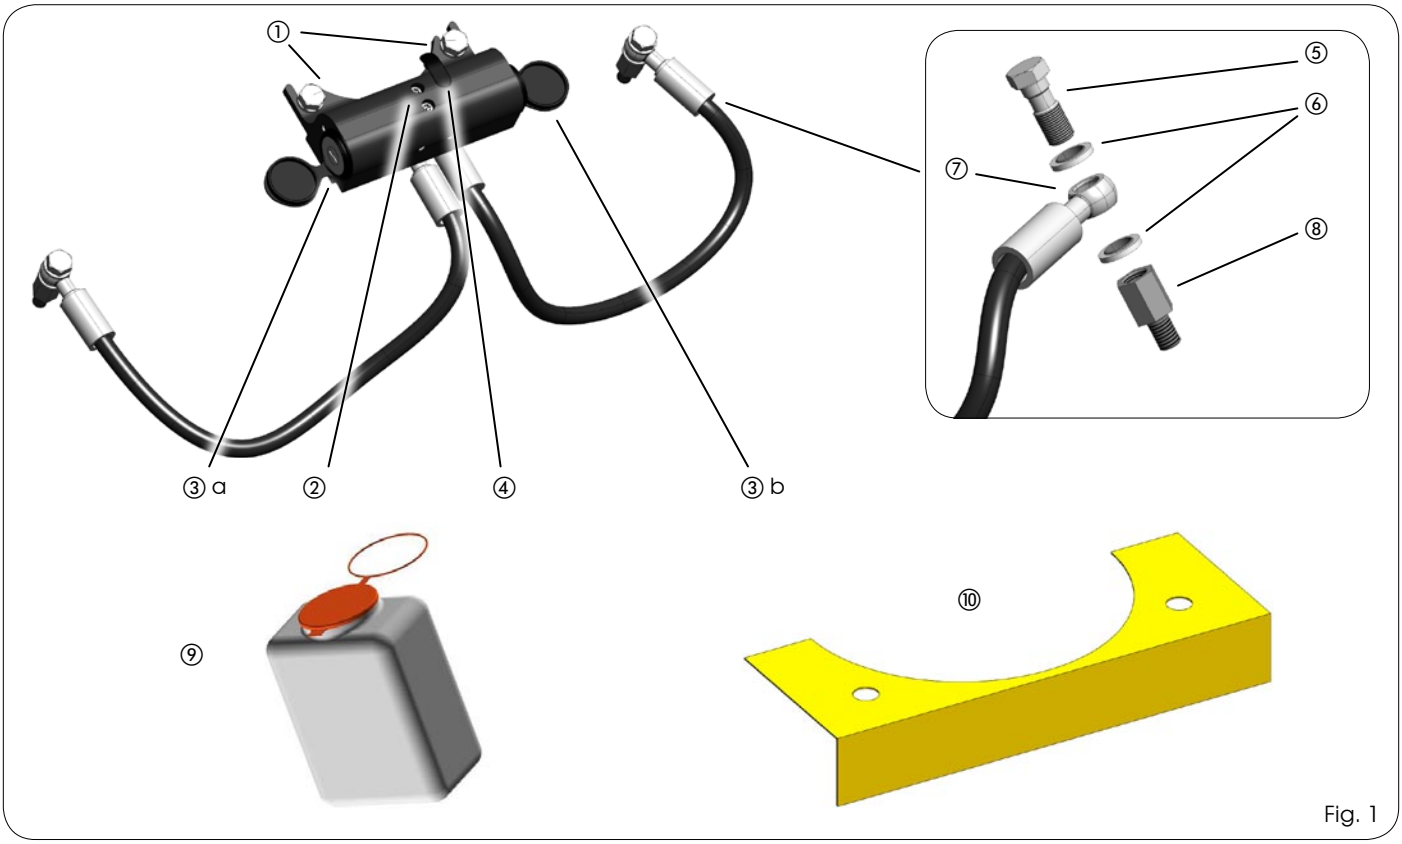
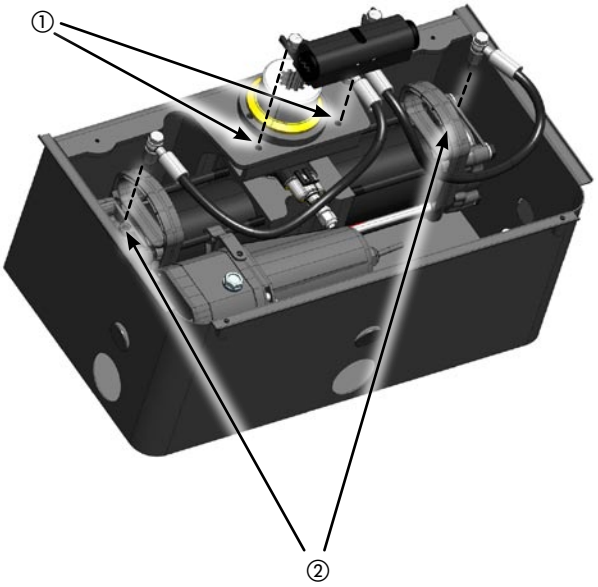

Fig. 1
Fig. 5
- Una vez instalado el operador, fije el sistema de desbloqueo con los dos tornillos M8 suministrados en dotación (fig. 5 ref. ①)
- Retire los racores de purga instalados en el operador y seguidamente conecte los racores suministrados con el sistema de desbloqueo (Fig. 5 ref. ② y Fig. 1 ref. de ⑤ a ⑧)
De beschrijving van de onderdelen van de ontgrendeling betreft Fig.1
- Installeer de aandrijving, bevestig het ontgrendelingssysteem met de twee bijgeleverde schroeven M8 (fig.5 ref. ①).
- Verwijder de ontluchtingsaansluitingen die op de aandrijving zijn geïnstalleerd, en sluit de bij het ontgrendelingssysteem geleverde aan (Fig.5 ref.② en Fig.1 ref.⑤ tot ⑧)